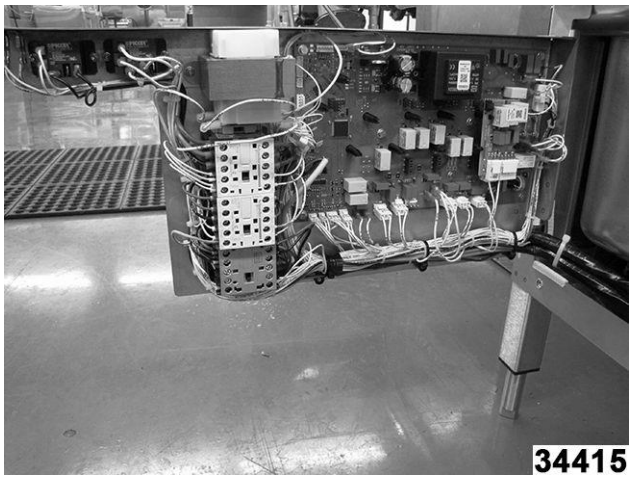

Fig. 78
3. Levante la caja de control y retire el tornillo, luego ábrala. Fig. 78